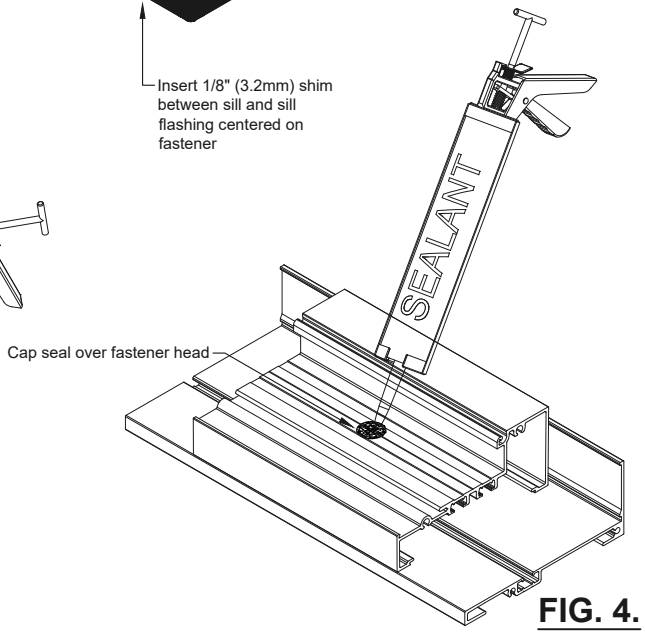

FIG. 4.
L. Cap seal all fastener heads. See **Fig. 4**.